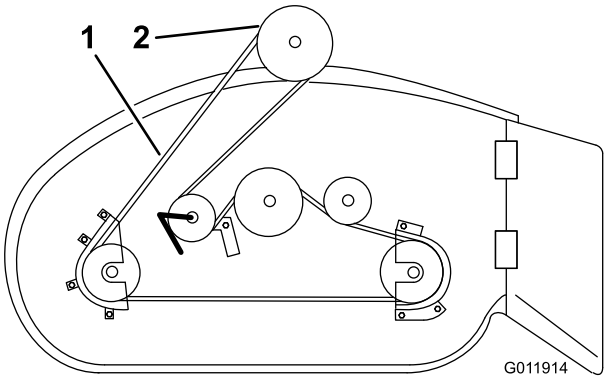

Figura 21
15. Togliete la cinghia del tosaerba dalla puleggia della frizione elettrica (Figura 21).